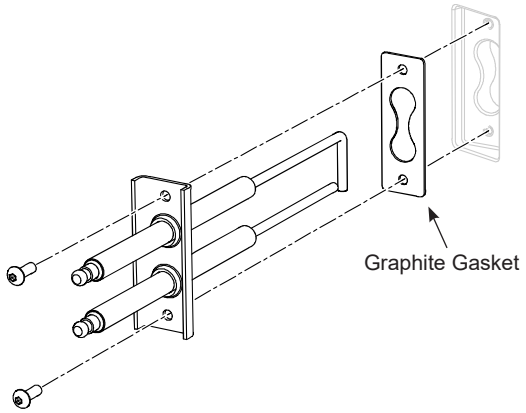

Figure 31: Igniter Electrode Assembly
e. Install igniter electrode in the orientation shown in Figure 31; otherwise, the unit will not light.